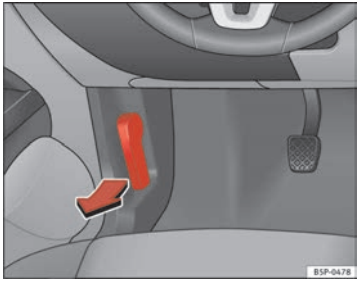

Fig. 161 Detail of foot-well area on driver's side: lever for unlocking the bonnet.
– To release the bonnet, pull the lever under the dashboard ⇒ fig. 161 in the direction indicated (arrow). The bonnet will be released by a spring action ⇒ ⚠.